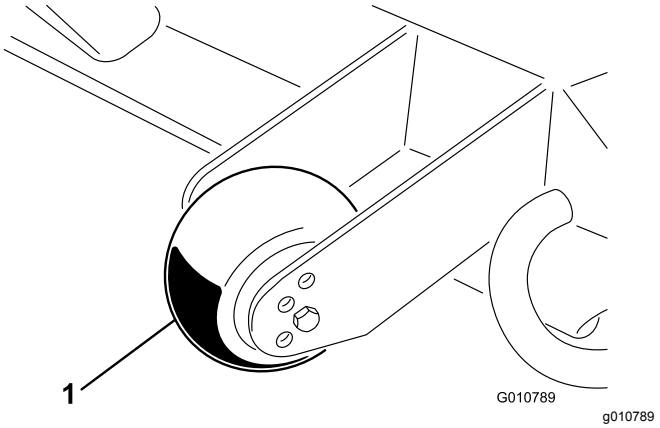

**Figur 12**
1. Fjern maskinskruen og møtrikken, som fastholder dybdehjulet på klippeenhedens beslag (Figur 12).